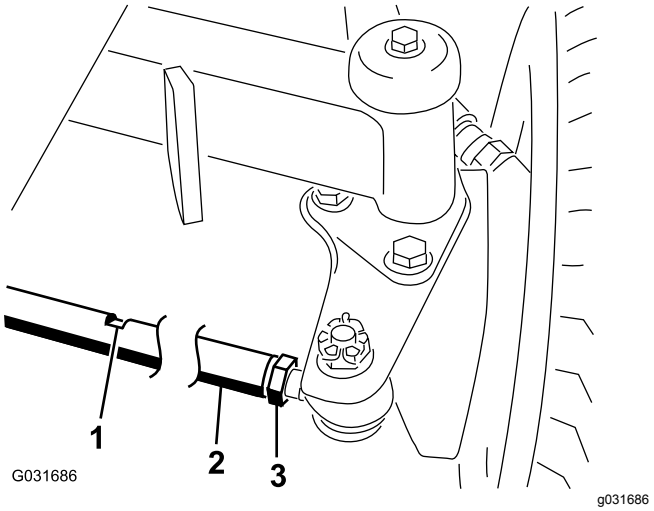

Figur 46
2. Løsne låsemutteren på begge ender av parallellstaget (Figur 46).